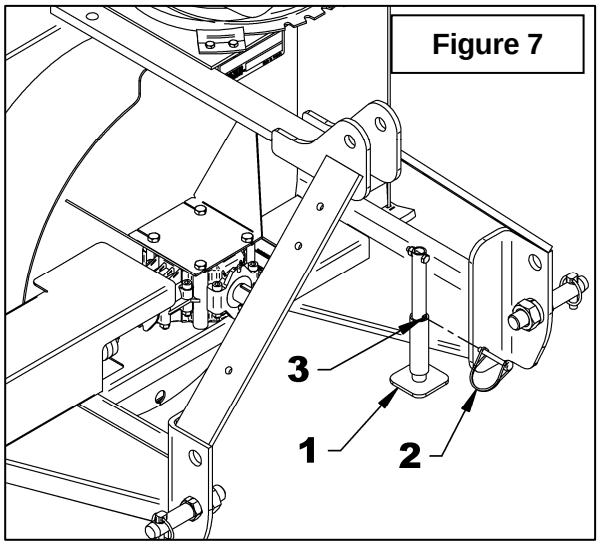

Figure 7
2. **Figure 7:** Retirer la goupille de verrouillage (item 2), abaisser le pied de stationnement (item 1) complètement au sol pour retirer toute pression du trois points et insérer la goupille de verrouillage dans le trou inférieur (item 3).
2. **Figure 7:** Retirer la goupille de verrouillage (item 2), abaisser le pied de stationnement (item 1) et insérer la goupille de verrouillage dans le trou inférieur item 3).